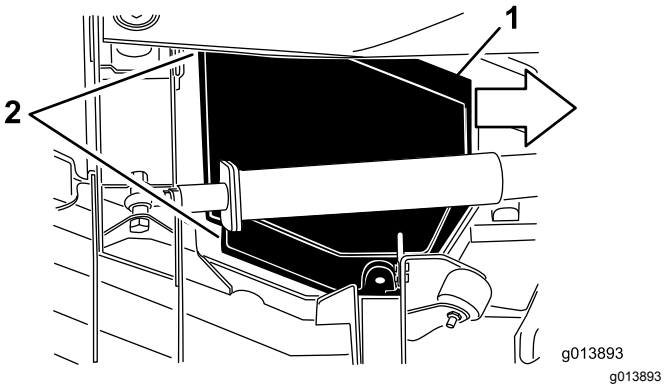

Bild 75
5. Schieben Sie die Abdeckung beim Anheben ungefähr 2,5 cm zur Zugmaschine, um die äußere Abdeckungskante vom Mähwerk auszuhaken (Bild 75).